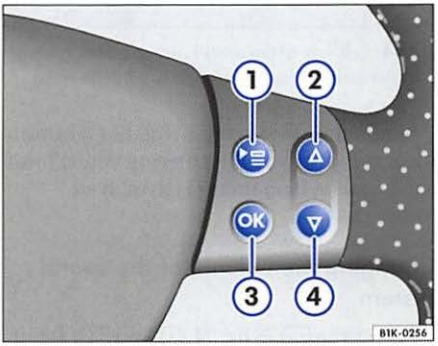

Fig. 12 Multifunction steering wheel: right side
– Press the [≡] ⇒ fig. 12 ① button on the multi-function steering wheel until the **SETTINGS** menu is displayed.
– Press the arrow keys [△] ② or [▽] ④ to highlight the menu item **Lights & Vision**. The highlighted menu item is between the two horizontal lines. There is also a triangle on the right ◀.
– Press the [OK] button ③. The **Lights & Vision** menu opens.
– Press the [≡] ⇒ page 17, fig. 12 ① button on the multi-function steering wheel until the **Sound system** menu is displayed ⇒ fig. 13.